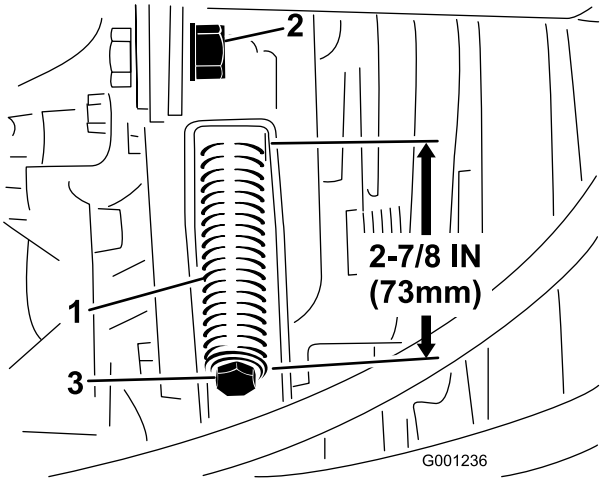

Figuur 65
3. Draai de contramoer van de spanstang los (Figuur 65).
4. Gebruik een ½ inch sleutel om de spanveer van de riem strakker of losser te zetten (Figuur 65). Stel de veer in totdat deze een lengte van 73 mm heeft.
4. Zet de spanveer van de riem (Figuur 65) met behulp van een ½ inch sleutel helemaal los.
6. Plaats de nieuwe aftakasriem en stel de poelieveer weer in op een lengte van 73 mm (Figuur 65).
7. Draai de contramoer vast (Figuur 65) en sluit de motorkap.